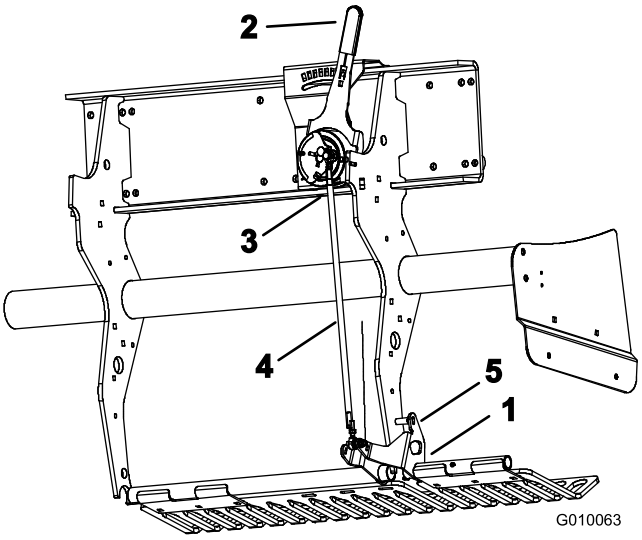

Figura 59
1. Rode o suporte de montagem do protector de relva LH (Figura 59) até dar para inserir um pino de bloqueio (barra ou parafuso de 5/16) entre o suporte e o tubo de configuração da profundidade soldado à estrutura.
2. Mova a alavanca de profundidade dos dentes (Figura 59) para a configuração H (a mais profunda).
3. Desligue o dispositivo esférico esterior (Figura 59) da cablagem (interruptor de cabeça para baixo).
4. Desaperte as porcas de bloqueiop (LH e RH) da barra de ajuste da profundidade (Figura 59).